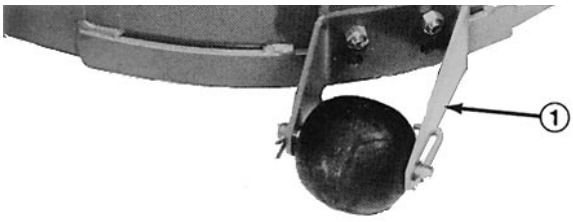

Fig. 2
1. Togliere i dadi che fissano i rulli posteriori all’esterno dell’apparato di taglio (Fig. 2).